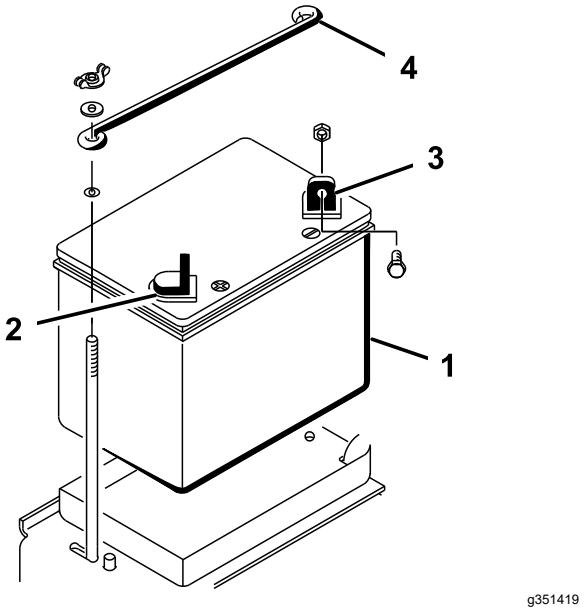

Figur 5
1. Sätt batteriet på plats i lådan bakom det högra hjulet med minuspolen riktad mot maskinens bakre del (Figur 5).